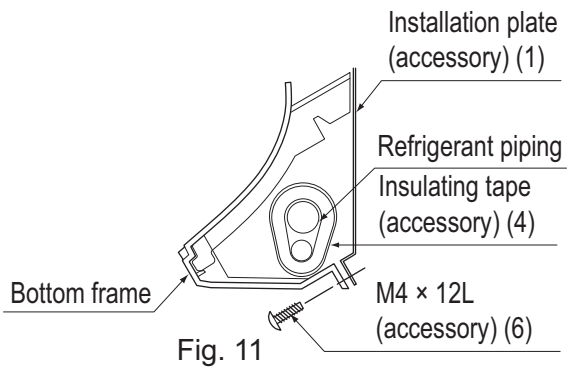

Fig. 11
- Secure the indoor unit to the installation plate (1) with the securing screws (6). **(Refer to Fig. 11)**